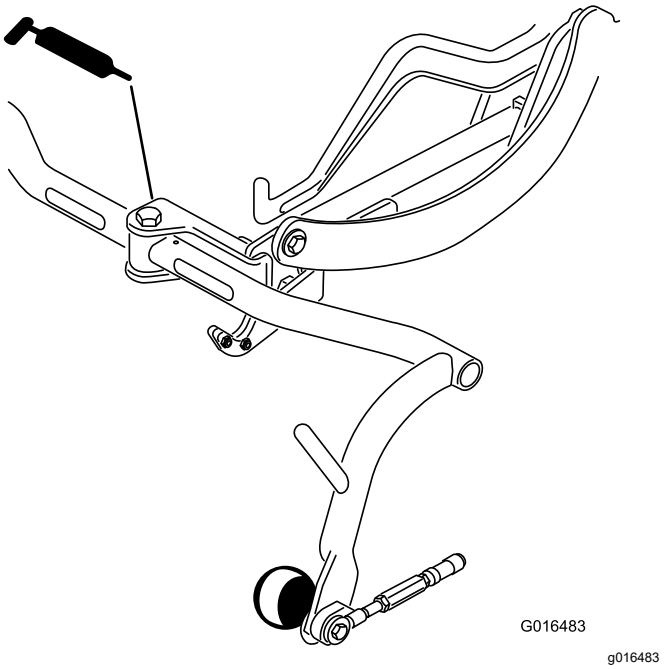

Figur 29
- Bærerammens akserør (3) (Figur 29)